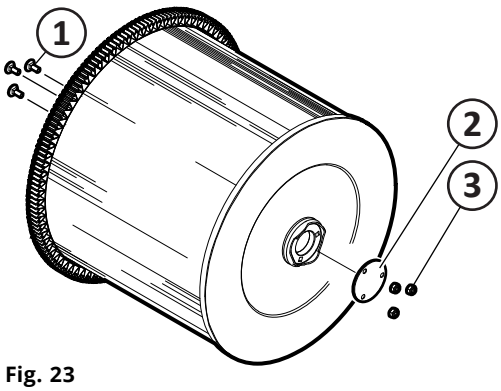
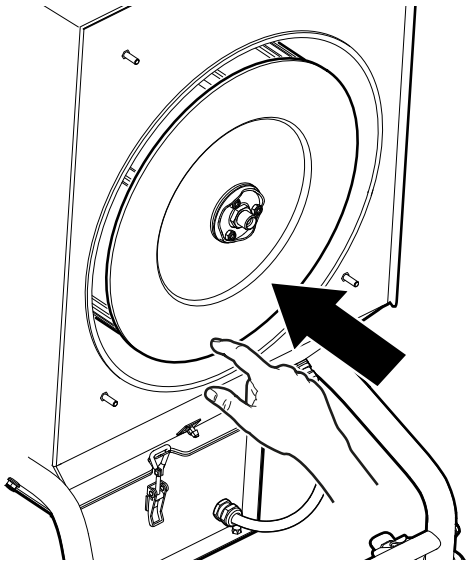
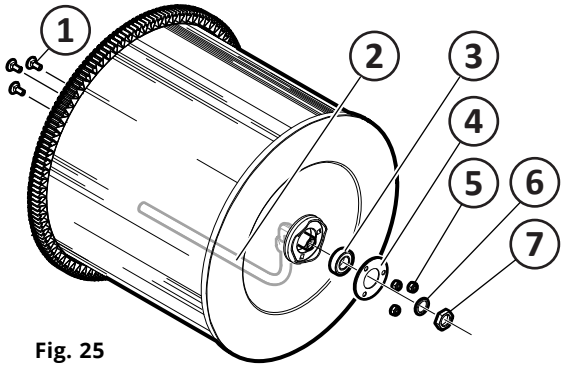

Fig. 23
Fig. 24
Fig. 25
1. Vuelva a colocar los pernos del carro (pos. 1, **Fig. 23**) dentro del cartucho del filtro.
2. Vuelva a colocar la placa de la cubierta (2) y atorníllela con las tuercas de bloqueo (3).
3. Empuje suavemente el nuevo cartucho del filtro horizontalmente hasta que el engranaje baje desde los cepillos del filtro (**Fig. 24**).
6. Vuelva a colocar los pernos del carro (pos. 1, **Fig. 25**) y la boquilla (2) dentro del cartucho del filtro.
7. Monte los cojinetes (3), vuelva a colocar la placa de la cubierta (4) y atorníllela con las tuercas de bloqueo (5).
8. Atornille la boquilla (2) con la arandela (6) y la tuerca (7).
9. Empuje suavemente el nuevo cartucho del filtro horizontalmente hasta que el engranaje baje desde los cepillos del filtro (**Fig. 24**).